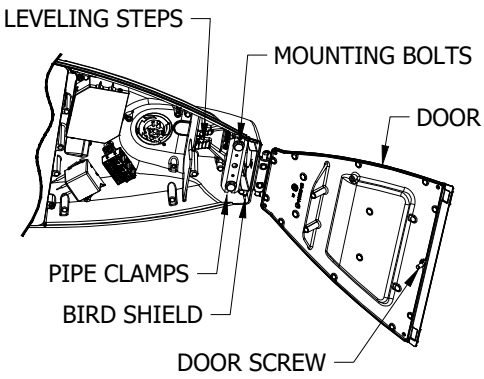

FIGURE 4
1. BIRD SHIELDS: THE BIRD SHIELD BEHIND THE PIPE CLAMP HAS A 1 1/4-INCH (1.660 OD) OPENING. REMOVE SHIELD IF LARGER PIPE IS USED. SEE FIGURE 4.
2. MOUNTING ARM: UNFASTEN, OPEN AND REMOVE DOOR FROM HINGE CRADLE. ADJUST PIPE CLAMP OPENING SLIGHTLY LARGER THAN PIPE SIZE. INSERT MOUNTING ARM THROUGH BIRD-SHIELD (IF USED) AND INTO THE LUMINAIRE UNTIL IT HITS THE LEVELING-STEPS EXTENDING FROM TOP OF HOUSING. SEE FIGURE 4.
3. LEVELING: TILT THE LUMINAIRE UP OR DOWN USING LEVELING-STEPS. TO LEVEL, HOLD LUMINAIRE APPROXIMATELY LEVEL AND SNUG UP BOLTS. ONCE LEVEL, TIGHTEN EACH MOUNTING BOLT ALTERNATING BETWEEN BOLTS. REFER TO INSTALLATION INSTRUCTIONS FOR BOLT TORQUES. DO NOT OVERTIGHTEN BOLTS. IF UPWARD TILT IS NEEDED, LOOSEN BOLTS SLIGHTLY, LIFT LUMINAIRE AND INSERT IT TO THE NEXT SET OF STEPS. IF DOWNWARD TILT IS NEEDED, EXTRACT THE MOUNTING ARM FROM LUMINAIRE TO SIT ON THE REARWARD STEPS. SEE FIGURE 4.